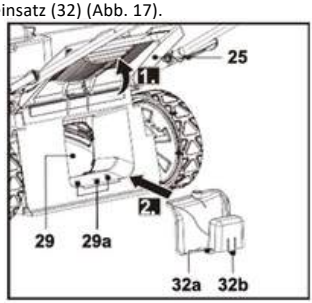

Abb. 16
1. Öffnen Sie die hintere Auswurfabdeckung (25), halten Sie sie in dieser Position und setzen Sie den Mulcheinsatz (32) in die hintere Auswurföffnung (29) ein (Abb. 16). Stellen Sie sicher, dass die beiden Zapfen (32a) und der Verriegelungsverschluss (32b) hörbar in die Öffnungen der Auswurföffnung (29a) einrasten.